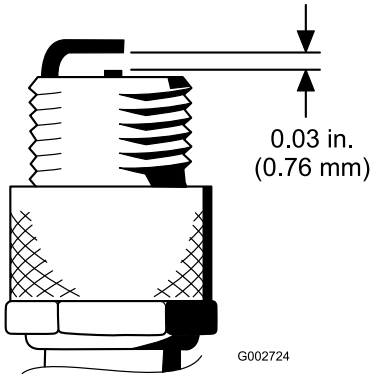

Figur 45
4. Kontrollera att mellanrummet mellan mitt- och sidoelektroderna är 0,76 mm (Figur 45).